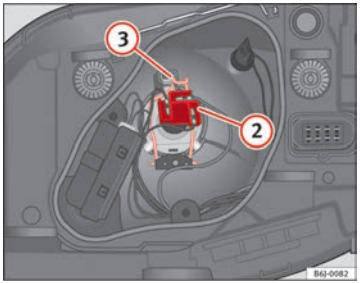

Fig. 146 Dipped beam/ main beam, single headlight
– Remove connector ⇒ Fig. 146 (2) from the bulb.
– Unclip the retainer spring ⇒ Fig. 146 (3) pressing inwards to the right.